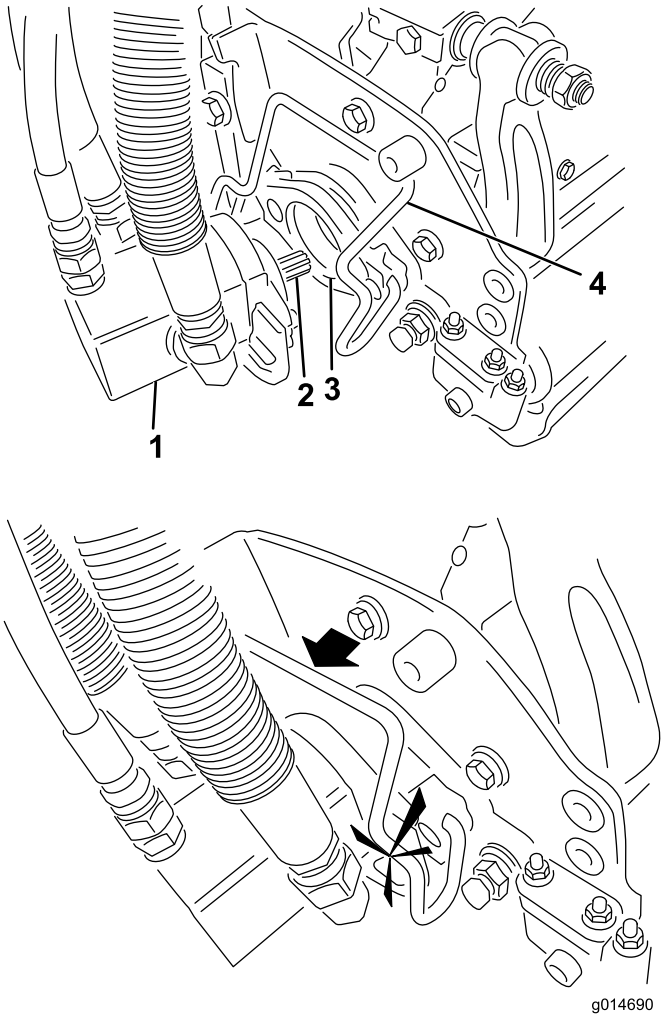

Figur 13
7. Kom rent smørefedt på notakslen på klippeenhedens motor (Figur 13).
8. Sæt motoren ind i klippeenhedens venstre side (set fra førersædet) og træk motorens holdestang på klippeenheden i motorens retning, indtil du hører et "klik" fra begge sider af motoren (Figur 13).